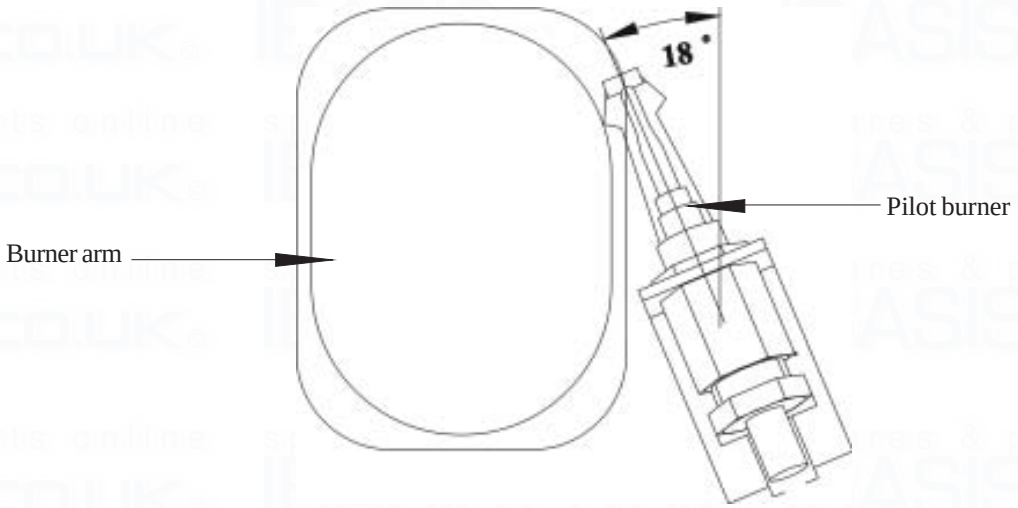

Fig. 5
7.4.6 Refitment or replacement is in reverse order, ensuring that the thermocouple connection at the Multifunctional control is not over tightened (finger tight + ¼ turn only), that the thermocouple interrupter 'tagged' insert is fitted at the Multifunctional control, and the relationship between the pilot assembly and the Main burner is as shown in Fig. 5.
7.5.4 Refitment or replacement is in reverse order, and ensure that the relationship between the pilot assembly and the Main burner is as shown in Fig. 5.